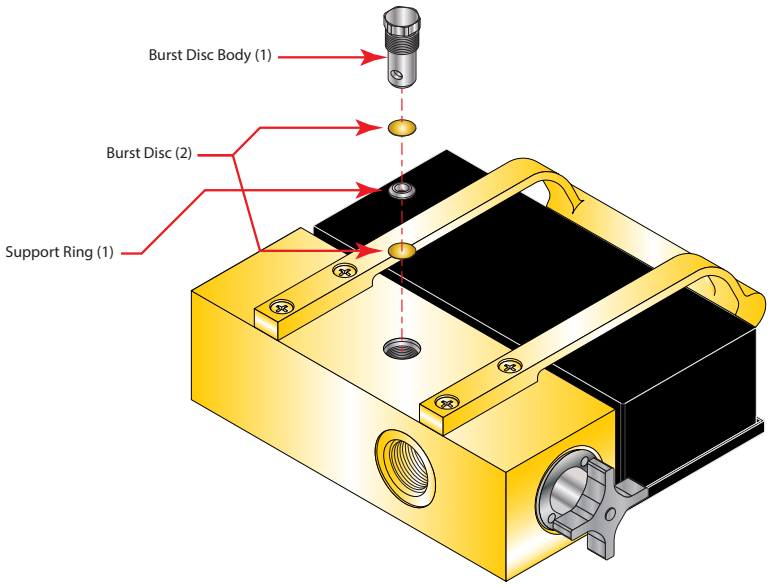

Figure 10: PFM6BD burst discs
1. Position the tester block to expose the internal burst disc body as shown in *Figure 10.*